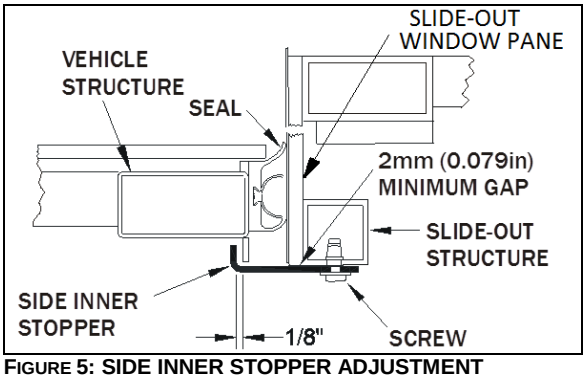

**FIGURE 5: SIDE INNER STOPPER ADJUSTMENT**
1. Adjust the side inner stoppers at 1/8" from the vehicle side structure keys, and tighten the screws. Make sure there is a minimum gap of 2mm (0.079”) between the side inner stopper and the slide-out window pane side (Figure 5). Use shim as required.